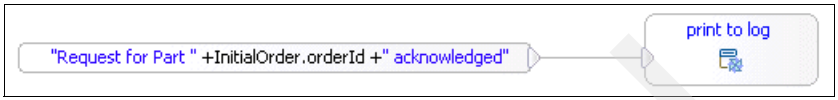

Figure 13-30 The Acknowledge Request Properties page: Details tab
5. Build the Acknowledge Request visual snippet as shown in Figure 13-30.